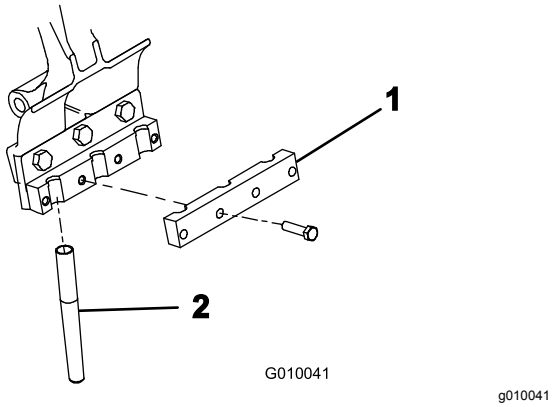

Figuur 26
5. Monteer een tandenklem losjes op elke tandenhouder (Figuur 26) met 4 bouten (⅜" x 1½"). Draai de bouten niet aan.